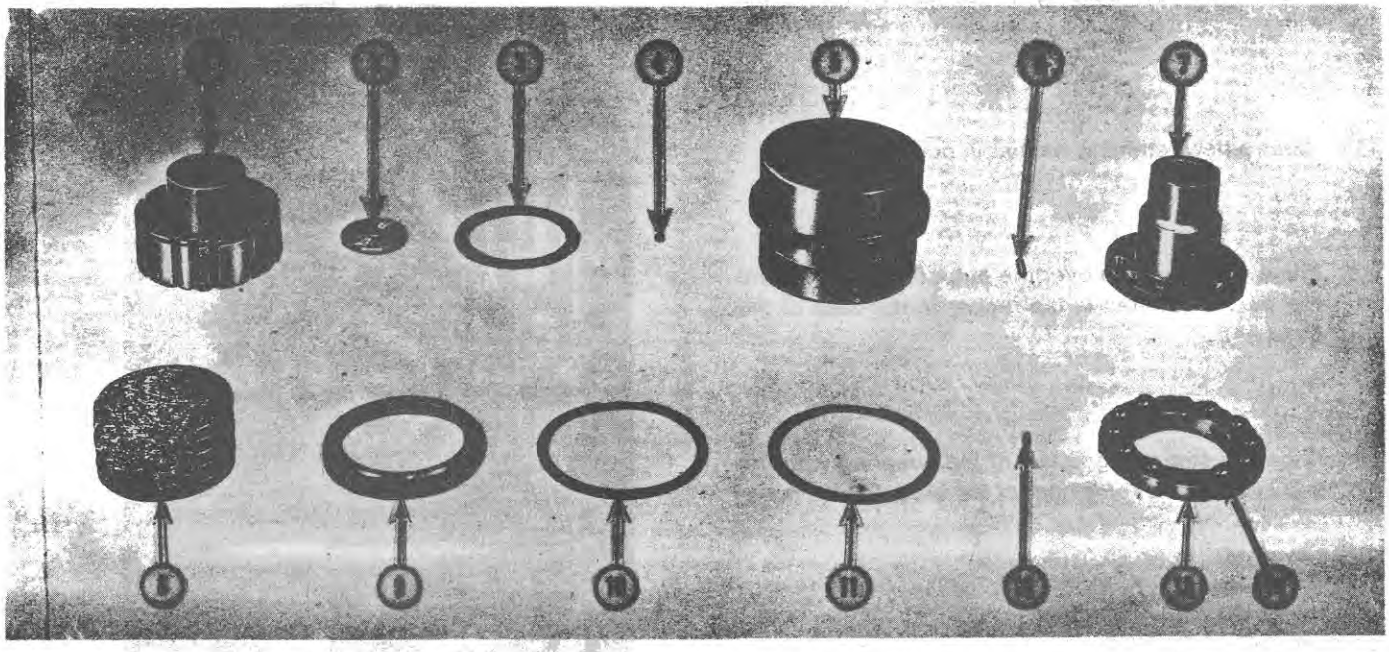

Figure 24
Refer to Figure 24.
7. Install the springs so the alternate spacing is obtained. See Figure 24.